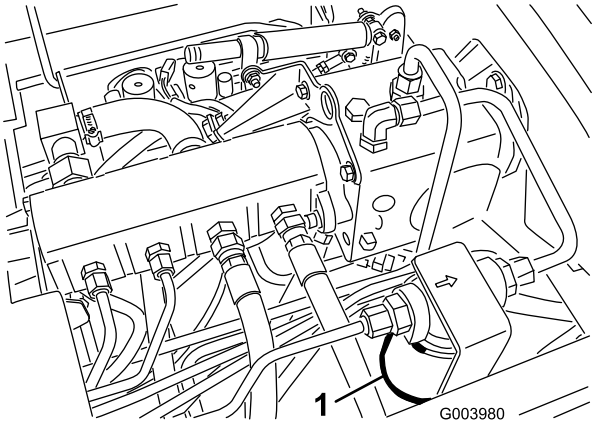
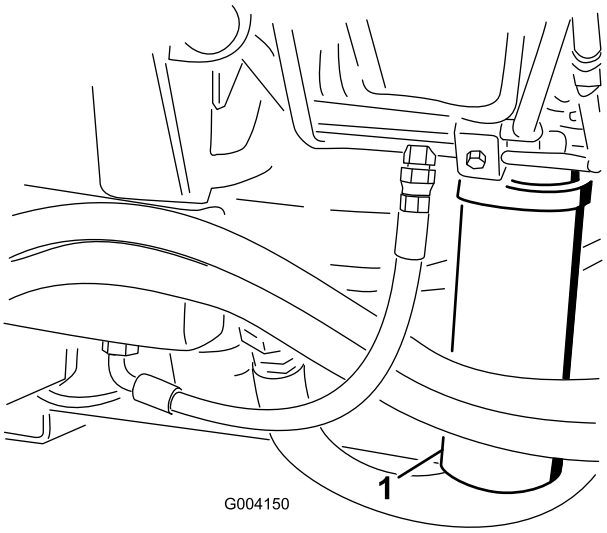

**Figura 71**
**Figura 72**
2. Limpie la zona alrededor de la zona de montaje del filtro y coloque un recipiente debajo del filtro (Figura 71 y Figura 72).